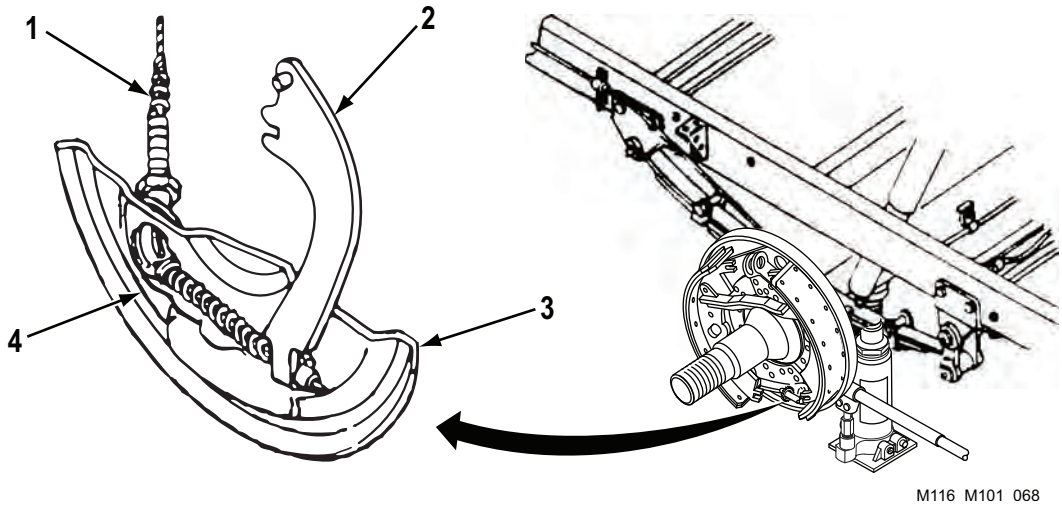

Figure 2. Brake Cable Assembly Removal From Wheel Brake.
2. Compress lock tabs (Figure 2, Item 4).
3. Remove cable assembly (Figure 2, Item 1) from handbrake lever (Figure 2, Item 2) through backing plate (Figure 2, Item 3).